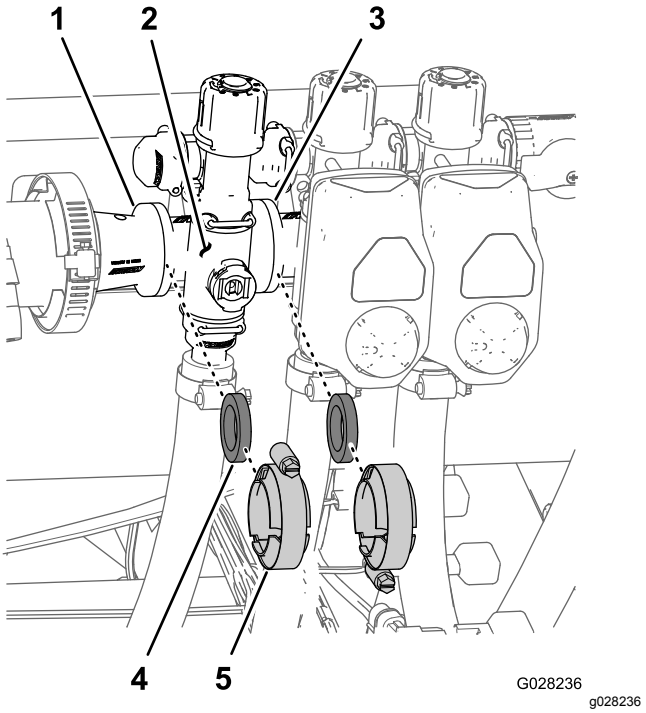

Рисунок 108
1. Снимите хомуты и прокладки крепления коллектора клапана секции (Рисунок 108) к примыкающему клапану секции (если это левый клапан секции, а также переходная муфта).